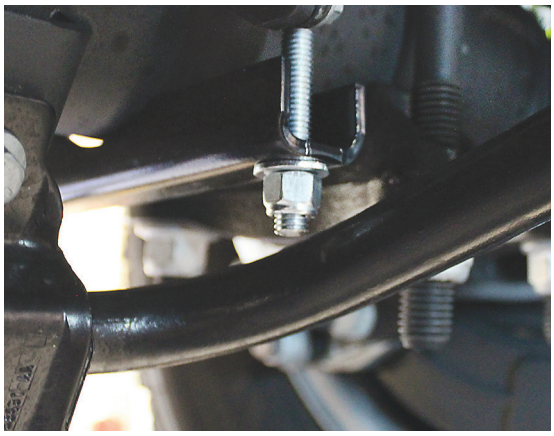

fig. D.18
4. On vehicles with an anti-roll bar, it might be necessary to cut the rear carriage bolt so it does not contact the anti-roll bar (Fig. D.18).